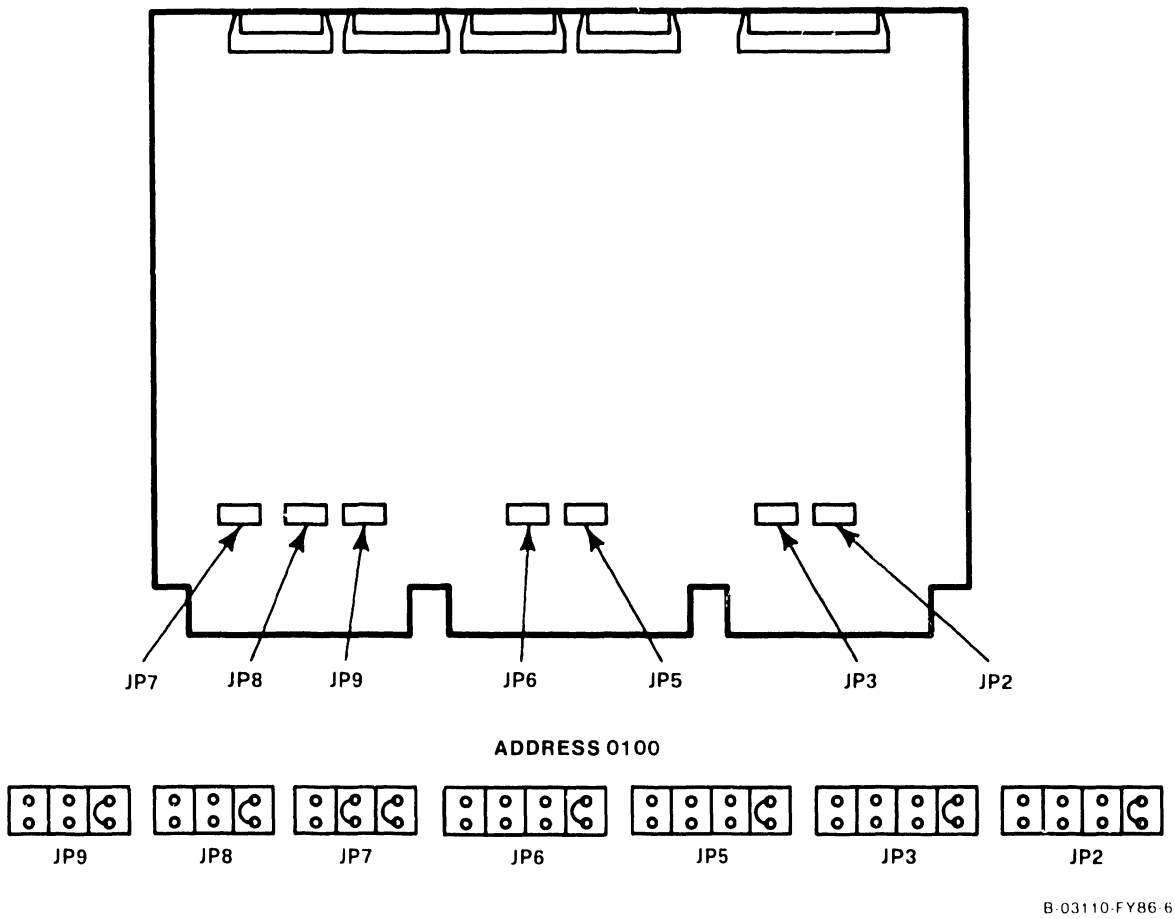

Figure 7-13. SMD 4-Port Board Jumper Locations/Positions
3) After checking jumper locations/positions (figure 7-13) and switch settings (table 7-5, figure 7-14) install the new SMD 4-Port board.